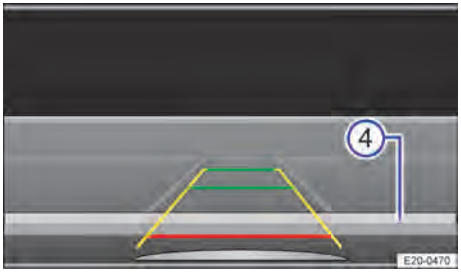

Bilde 117 Infotainmentsystem: Rette opp bilen i parkeringsluken.
6. Stans bilen når den røde linjen når begrensningen bak → Bilde 117 ④.